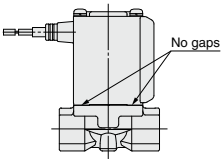
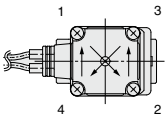

Fig.1
Fig.2
3) Push the coil assembly against the body and tighten the screws two or more rounds diagonally (Fig. 2) in the status that there are no gaps between the coil assembly and body (Fig. 1).
∗ After tightening the screws, make sure that there are no gaps between the coil and body (Fig. 1).